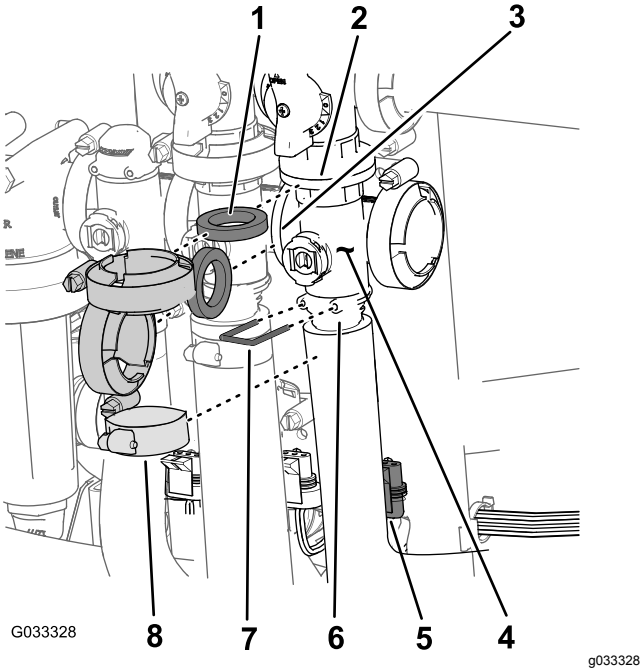

Figur 71
1. Afmonter de klemmer og pakninger, der fastgør hovedsektionsventilen (Figur 71) til hovedsektionens omløbsventil, omrøringsventilen og hovedsektionsmanifoldventilen (for enden af gennemstrømningsmålerens slange).
2. Afmonter den holder, der fastgør udgangsstudsen til hovedsektionsventilens manifold (Figur 71).